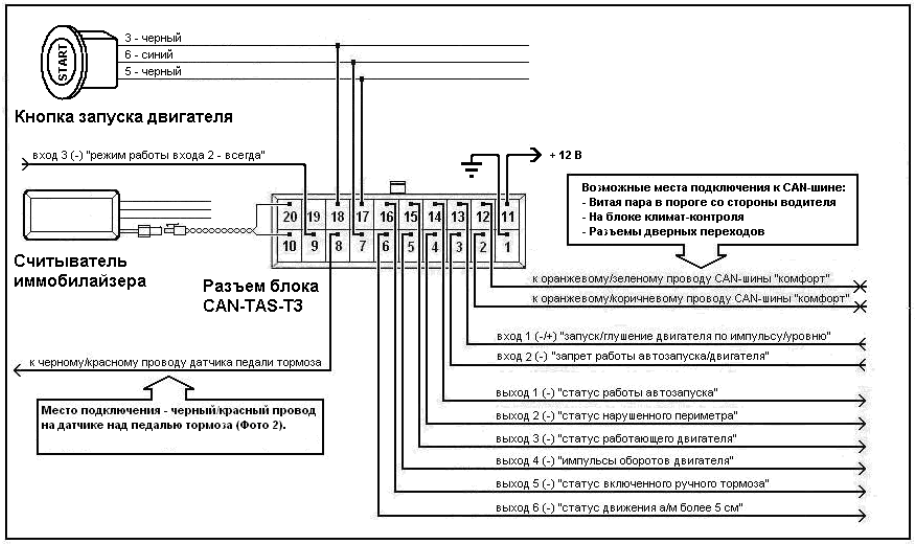

Рис. 2. Схема подключения модуля CAN-TAS-T3
6. Скоммутируйте провода разъема модуля согласно схемы подключения (Рис.2).